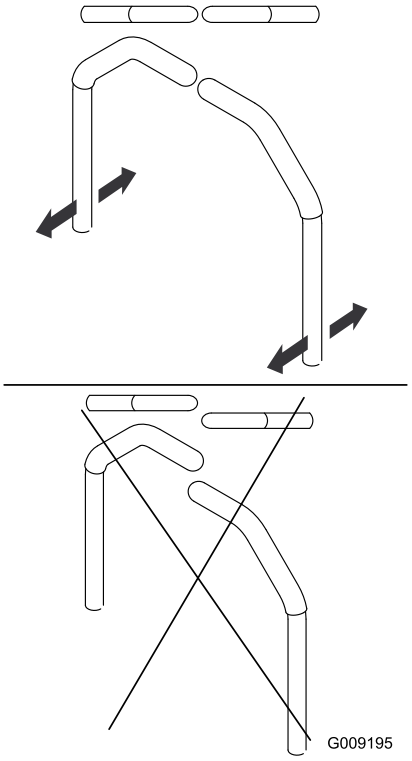

Figur 61
4. Innrett foran-til-bak-stilling for håndtakene ved å bringe dem sammen til nøytral stilling, og føre dem til de er innrettet (Figur 61).